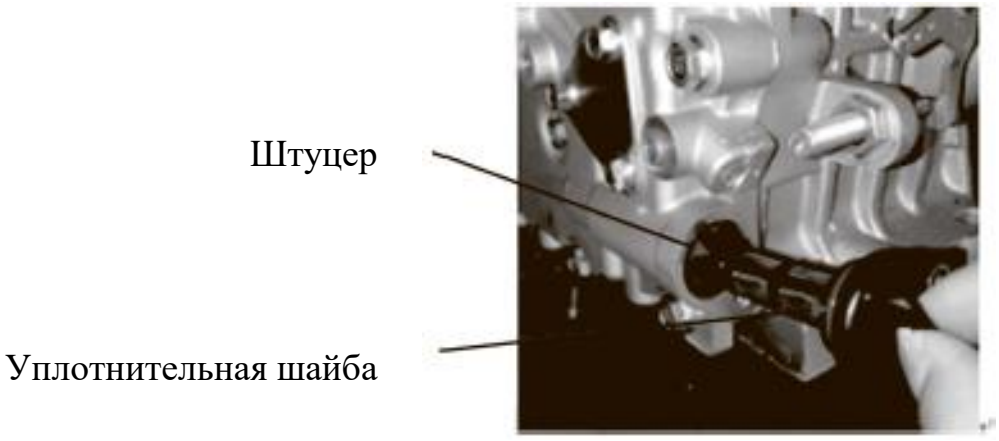

Рис. 21
- Снимите масляный фильтр (см. Рис. 21)